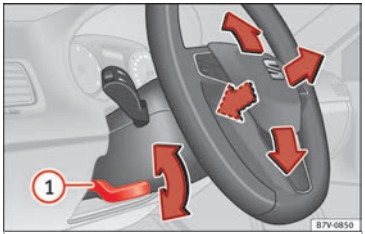

Afb. 24 Mechanisch verstellen van het stuurwiel.
- Druk de hendel »» **afb. 24** (1) omlaag.